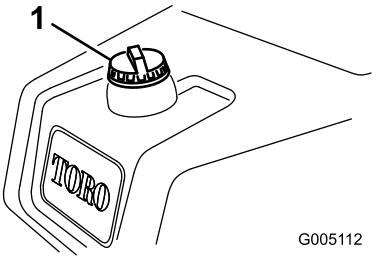

Figur 29
1. Rengjør rundt, og ta av lokket på drivstofftanken (Figur 29).